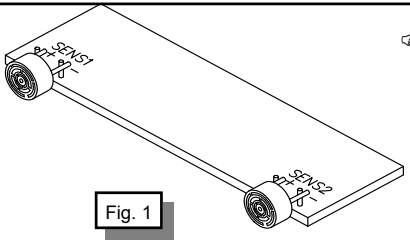

Fig. 1
A) Con sensori montati lateralmente (fig. 1):